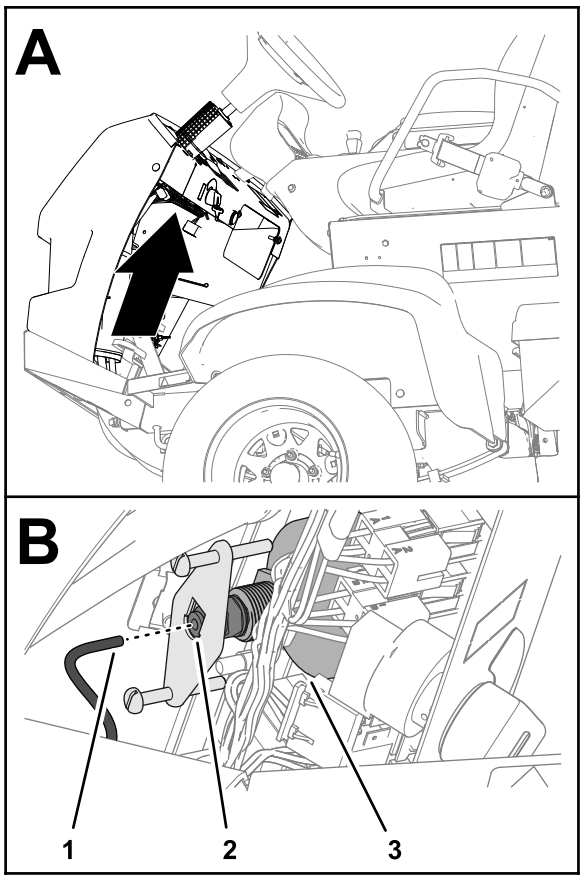

Figura 124
5. Retire el tubo de la parte trasera del manómetro y coloque el extremo del tubo en un recipiente (Figura 124).